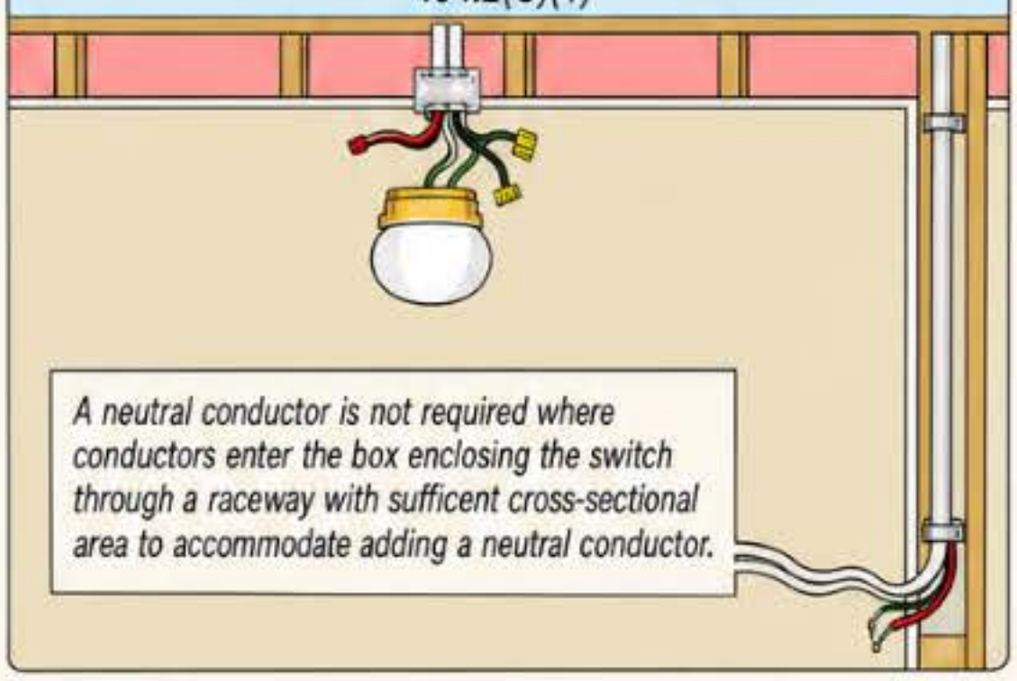

Figure 404–6
(2) Where the box enclosing a switch can be accessed to add or replace a cable without damaging the building finish. **Figure 404–7**
(3) Where snap switches with integral enclosures comply with 300.15(E).
(4) Where the lighting is controlled by automatic means.